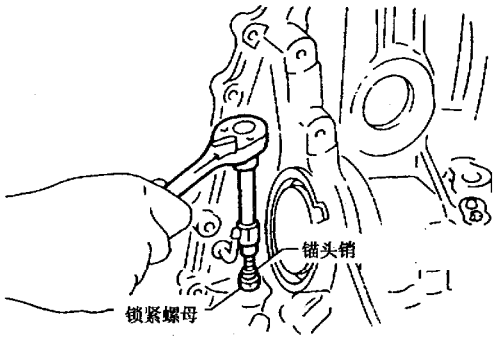

图 9-12-34
①如图 9-12-34 所示，松开锁紧螺母，退出锚头销。锚头销不可再使用。